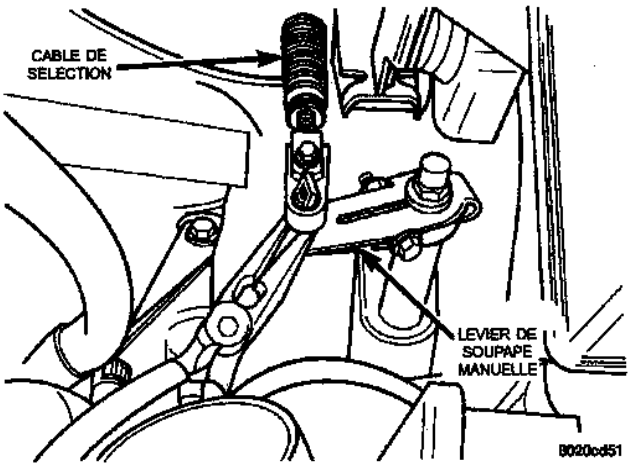

*Fig. 19 Câble de sélection de rapport et levier de soupape manuelle*
(3) Déposer le câble de sélection de rapport (Fig. 19).
(4) Déposer le levier de soupape manuelle.
(5) Débrancher le connecteur du capteur de gamme de la transmission.